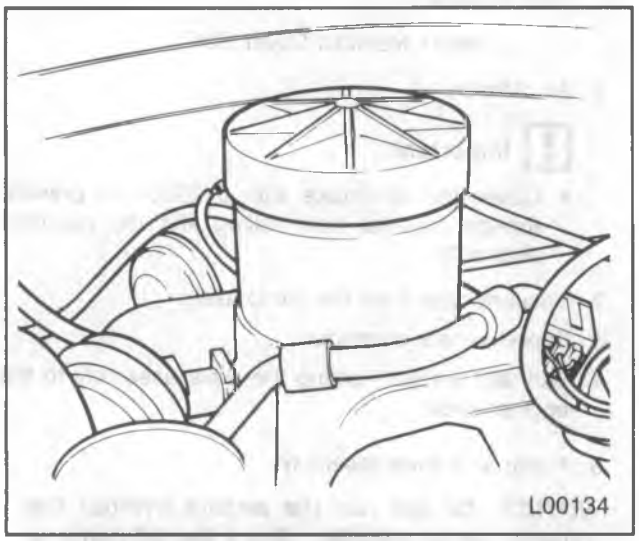

Figure 7—Manifold Cover, Installed
- Cover the air intake with J 29664 to prevent foreign material from falling into the manifold (figure 7).
- Remove J 29664 from the air cleaner inlet (figure 7).